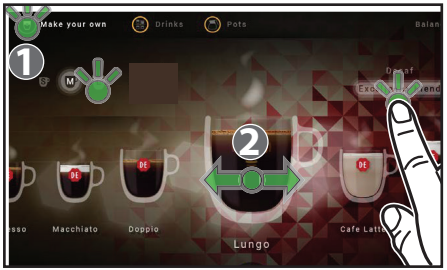

Fig. 4.5 - Opțiuni „Personalizare”
1. Atingeți simbolul din stânga sus „Personalizare” ***(1)*** de pe ecranul tactil când distribuitorul este în modul furnizare (fig. 4.5).
- ***BĂUTURA DORITĂ (2)*** - mutați băutura aleasă în centrul ecranului (fig. 4.5)
- ***CANTITATE BĂUTURĂ*** - atingeți S(mică), M(medie) sau L(mare) (fig. 4.5)
- ***INGREDIENTE*** - selectarea amestecului poate fi utilizată în anumite configurații ale distribuitorului cu două amestecuri de cafea. (fig. 4.5)